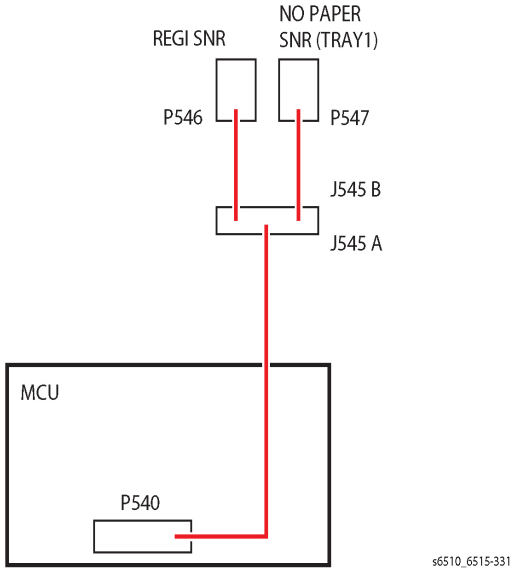

Figure 1
- Check the connection between the Regi Sensor and the MCU Board and verify P/J540 , P/J545 , and PJ546 are fully seated. (Refer to Figure 1).